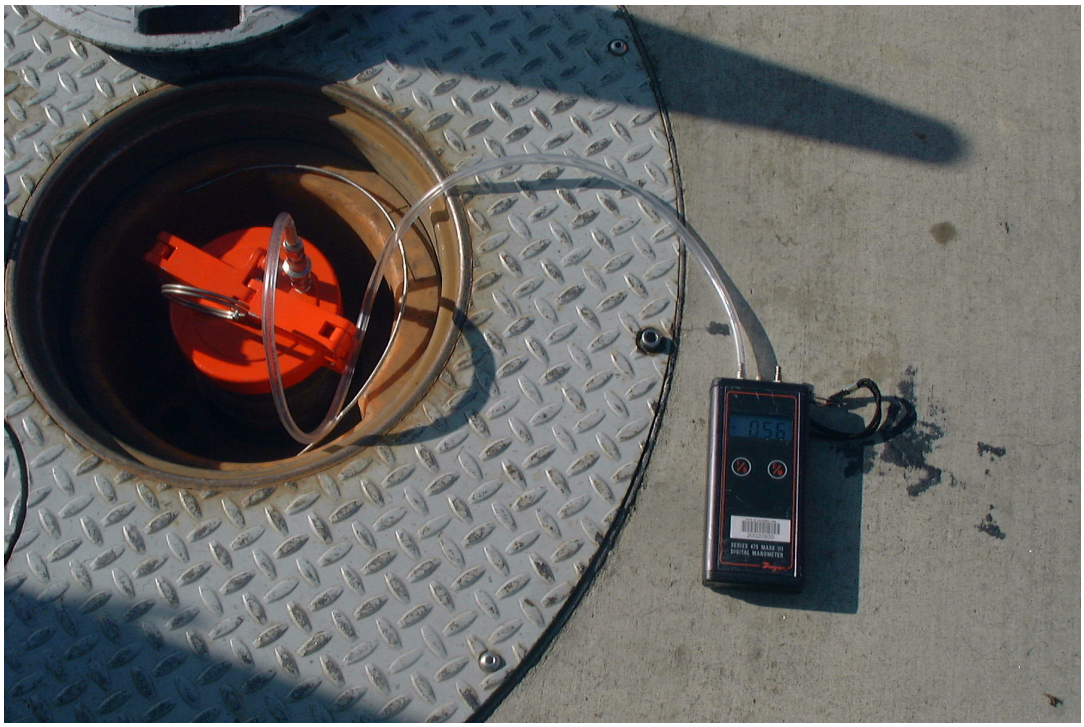

FIGURE 10-2
Determining Ambient Pressure - The Vapor Pressure Sensor (VPS) is subjected to ambient pressure by turning the Vapor Pressure Sensor valve, which is located in the dispenser closest to the tanks, to the Atmospheric Valve Position as shown in Figure 10-2. This test can be performed while product is being dispensed into motor vehicles.
8.2 Turn the Vapor Pressure Sensor ball valve to the closed position. This isolates the Vapor Pressure Sensor from the UST ullage space (see Figure 10-2).
8.3 Remove the plug from the Vapor Pressure Sensor ball valve (see Figure 10-2).
8.1 Reinstall the plug on the Vapor Pressure Sensor ball valve. Turn the ball valve handle to the “normal position” (See Figure 10-2).